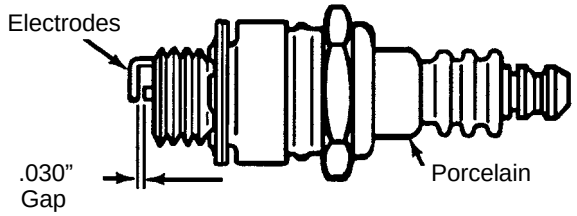

Figure 9
- Replace the spark plug if electrodes are pitted, burned, or the porcelain is cracked. See Figure 9 .